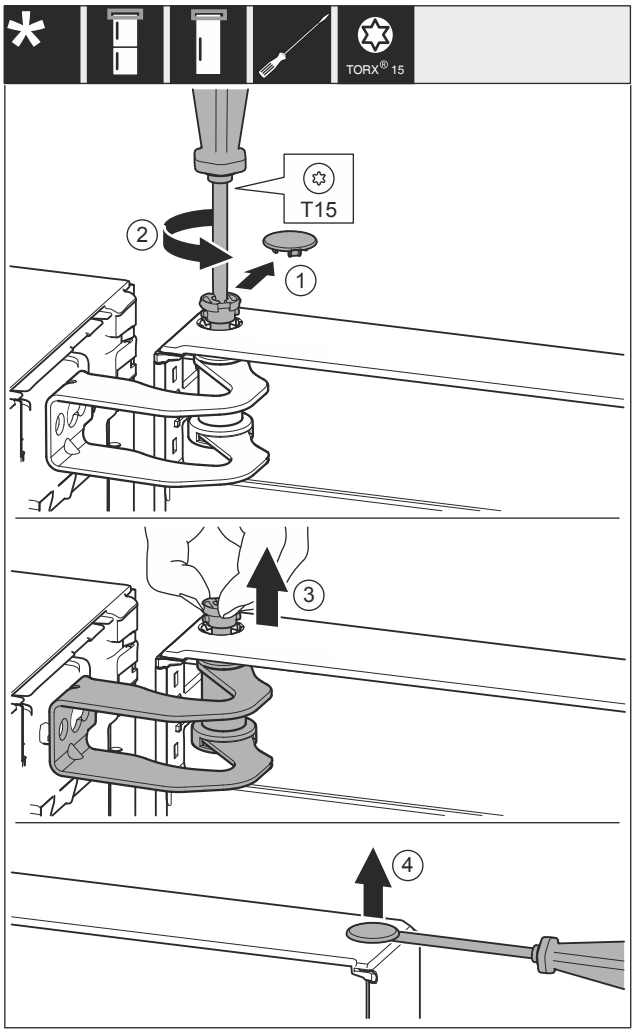

Fig. 9
▶ Retire con cuidado la cubierta *Fig. 9 (1)*.
▶ Desatornille ligeramente el perno *Fig. 9 (2)* con un destornillador.
▶ Extraiga el perno *Fig. 9 (3)* con los dedos.
▶ Levante cuidadosamente la cubierta *Fig. 9 (4)* con un destornillador y retírela.